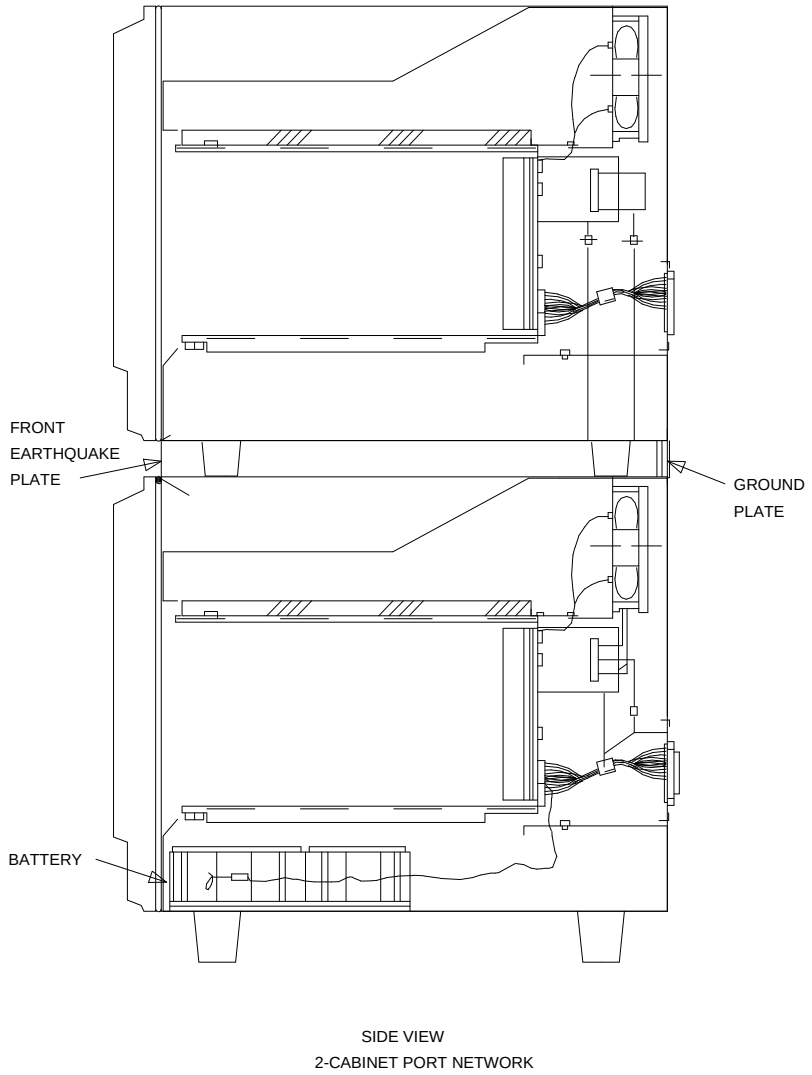

Figure 1-24. Locations of Ground Plate, Earthquake Front Plate, and Battery
6. At the front of the cabinet, line up the earthquake front plate with the holes at the top and bottom of the cabinet (see Figure 1-24). Install the eight screws, but do not tighten.